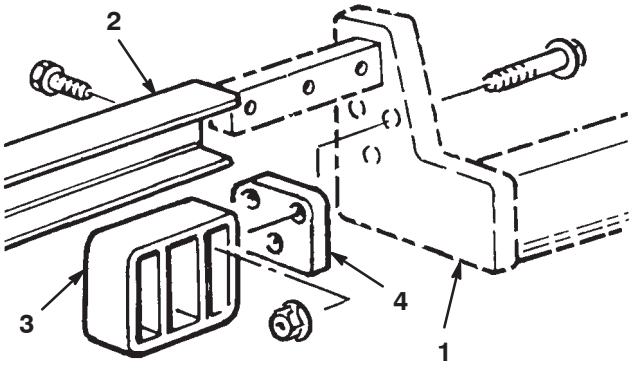

Figur 5
3. Fest et bakre understell til hver løftearm med tre hodeskruer (3/8 x 2 tomme), avstandsstykker, og flensmuttere som vist på figur 5.